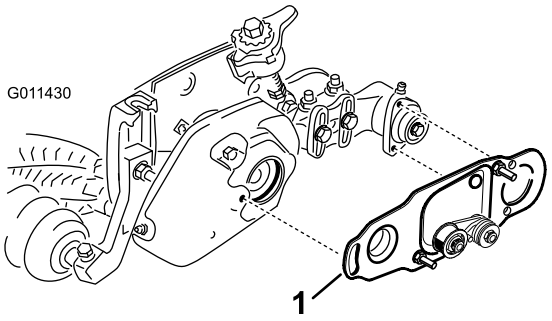

Figur 46
5. Hvis en valsebørste monteres, sørg for at børsteplaten (Figur 46) er parallell med klippeenhetens sideplate, og helt innsatt i gummitetningene.